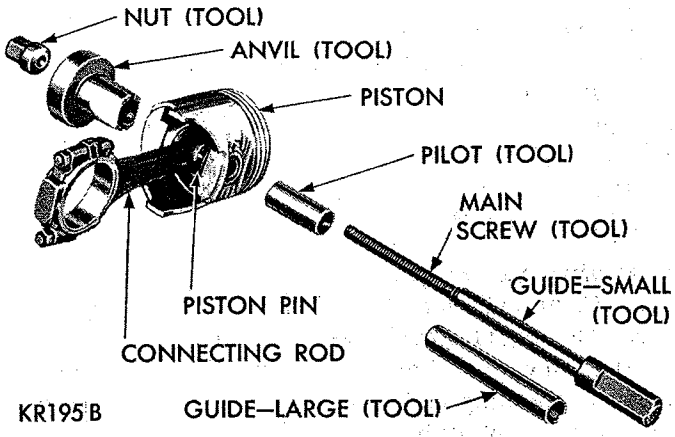
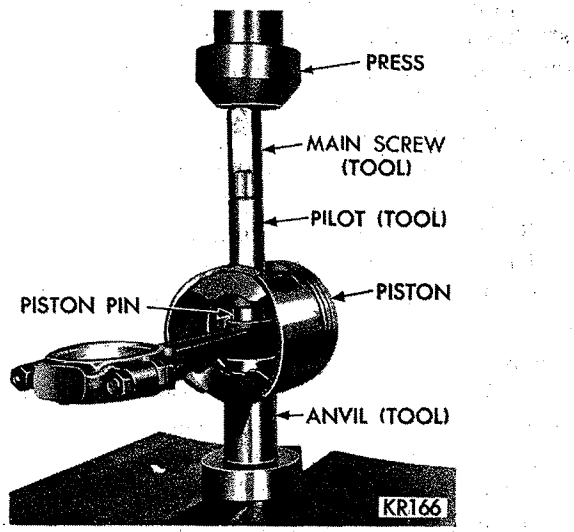
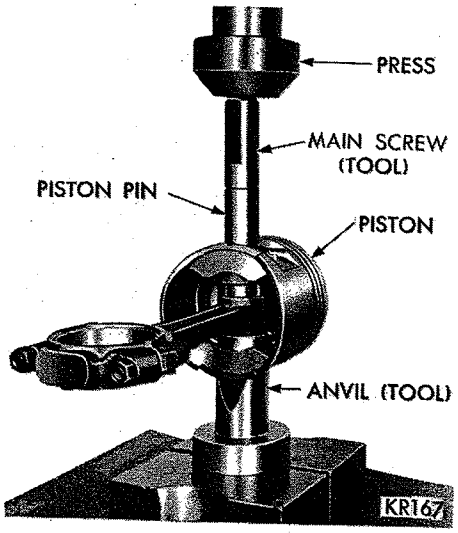

***Fig. 42—Tool Arrangement for Removing Piston Pin Tool C-3684***
***Fig. 43—Removing Piston Pin Tool C-3684***
***Fig. 45—Installing Piston Pin Tool C-3684***
(1) Arrange Tool C-3684 parts for removal of piston pin, (Fig. 42).
(2) Install pilot on main screw.
(3) Install main screw through piston pin.
(4) Install anvil over threaded end of main screw with small end of anvil against piston boss.
(5) Install nut loosely on main screw and place assembly on a press, (Fig. 43).
(6) Press piston pin out of connecting rod.
(7) Remove tool from piston.
(8) Install nut on puller screw to hold assembly together. Place assembly on a press (Fig. 45).
(9) Press piston pin in until piston pin "bottoms" on the pilot. This will position pin in connecting rod.
(10) Remove tool and arrange tool parts and piston assembly in same manner (Fig. 42).